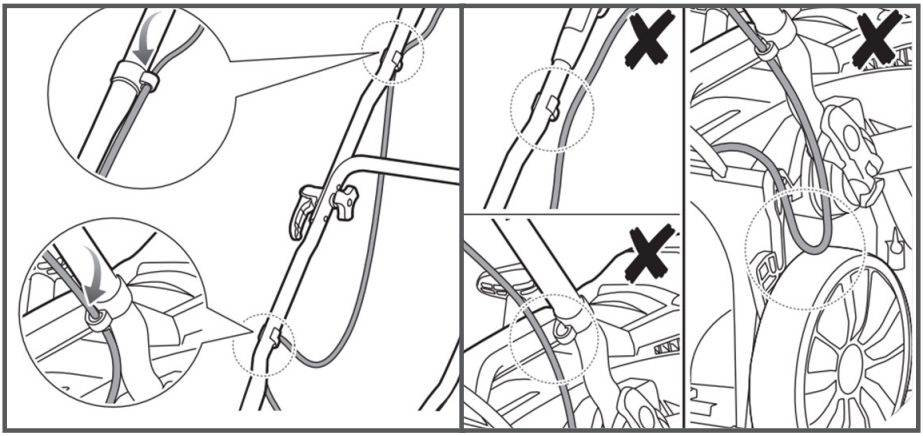

Рис. 5 Установка зажимов кабеля включения
- Установите кабель включения и зафиксируйте его зажимами крепления (рис. 5).